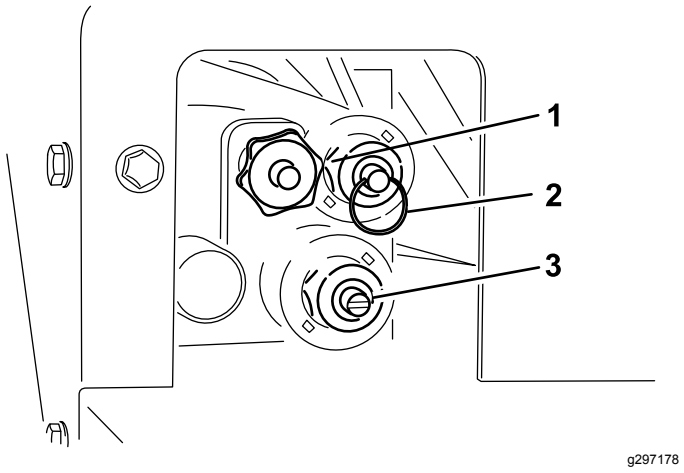

Figur 25
Omgåelseskontakten befinder sig på førersiden af hydrauliksystemet (Figur 25).
- Drej grebet med uret for at justere transportbåndets hastighed (Figur 25). I betjeningssystemet med farvekoder bruges transportbåndets maksimale hastighed, så denne justering kan foretages uden hydraulikflow. Det er den bedste indstilling, når tragtbeholderen er fyldt med sand.
- Tryk ind på ringen på ventilspindlen for at hæve tragtbeholderen (Figur 25).
- Træk ud i ringen på ventilspindlen for at sænke tragtbeholderen (Figur 25).
- Brug en flad skruetrækker til at forøge spinderhastigheden (Figur 25) ved at dreje med uret eller sænke hastigheden ved at dreje mod uret.